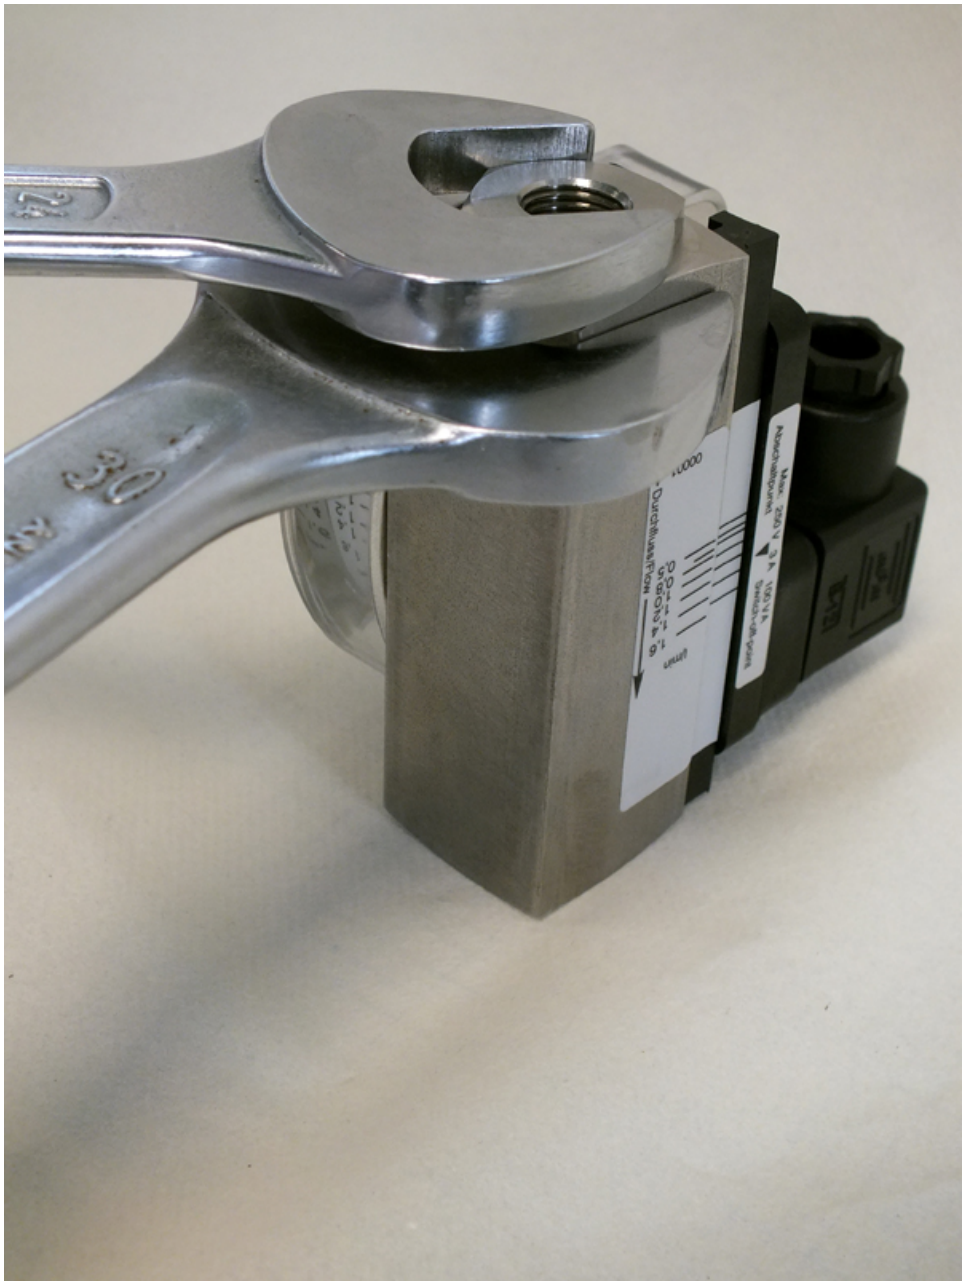

Fig. 53: Loosen process connection (inlet)
13. Loosen the process connection (inlet) (*Fig. 53*) using the proper sized fixed spanner wrench. Hold the device body in place using a proper sized spanner wrench.